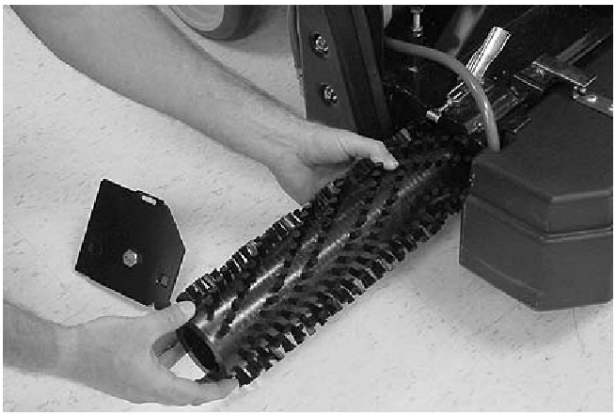

図33
4. ブラシから、からまったカーペット繊維、ごみなどを取り除きます。（図33）ブラシが磨耗している場合は交換します。ブラシ交換時期を判断するには、ブラシ圧メーターを確認します。ブラシ圧を緑のゾーンに調節できなくなったときが、ブラシの交換時期となります。